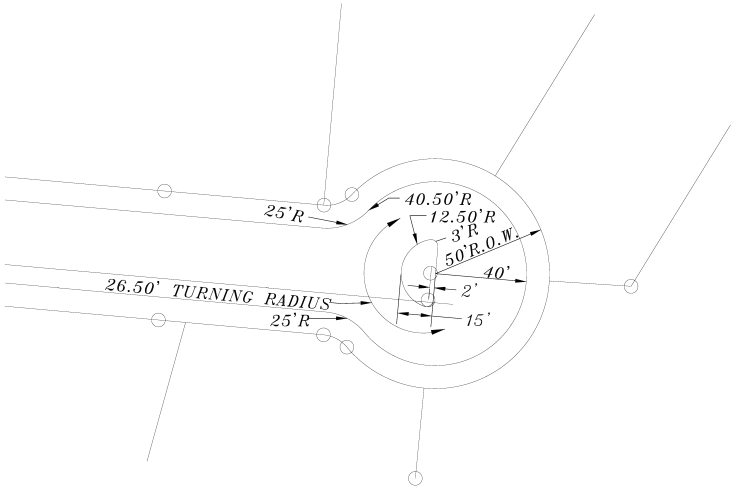
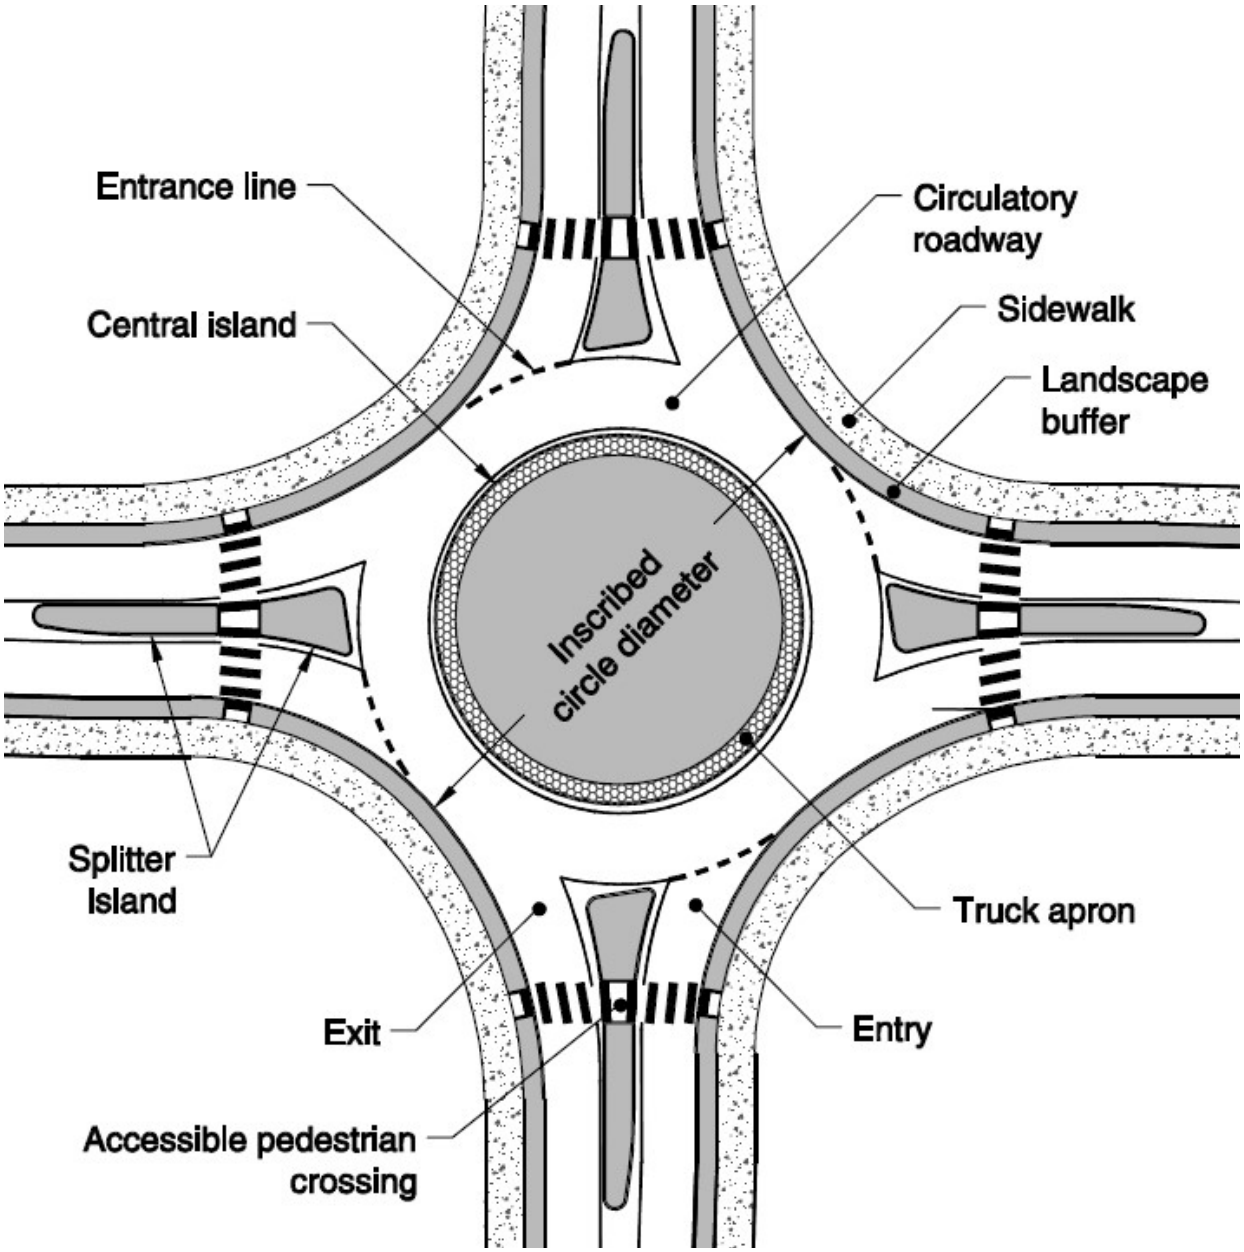

FIGURE 11.18 Cul-de-sac "Half Median"
Figure 11.19 – General Roundabout Features
C. The minimum pavement radius for a cul-de-sac bulb without a median shall be forty feet (40') for single family residential areas and fifty feet (50') for multi-family residential, commercial and industrial areas. The minimum right-of-way radius shall be ten feet (10') greater than the minimum pavement radius. The right-of-way radius shall be clear of permanent obstructions. See Figure 11.19 for minimum cul-de-sac requirements.
D. The minimum pavement radius for a cul-de-sac bulb with a median shall be forty feet (40') plus the radius of the median for single-family residential areas. The minimum right-of-way radius shall be ten feet (10') greater than the minimum pavement radius. The right-of-way radius shall be clear of permanent obstructions. See Figure 11.19 for minimum cul-de-sac requirements. Alternatively, a "half-median" may be installed, as shown in Figure 11.18
Important components of roundabouts are shown in Figure 11.19, and these components and other concepts associated with roundabout design are defined below.